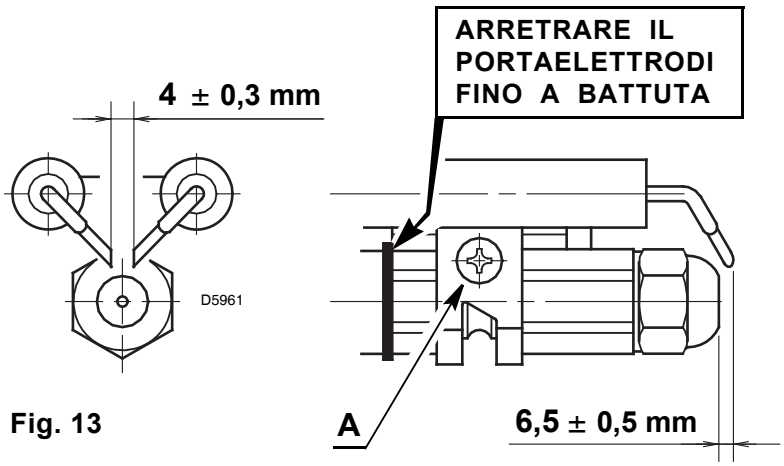

Fig. 13
Prima di smontare o montare l'ugello allentare la vite (**A**, fig. 13) e spostare in avanti gli elettrodi.
1) CORRETTA POSIZIONE DEGLI ELETTRODI (vedi fig. 13, pag. 6).
- Cambiare ugello e verificare il corretto posizionamento degli elettrodi (fig. 13, pag. 6).